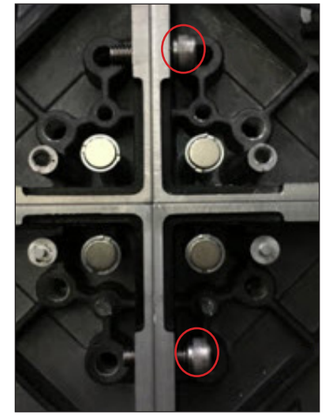

Figure 24: *Assemble Panels with Screws*
6. Use a 5 mm Allen wrench and socket-head stitch screws to attach the panels together, but do not tighten the screws. Refer to **Figure 24**.